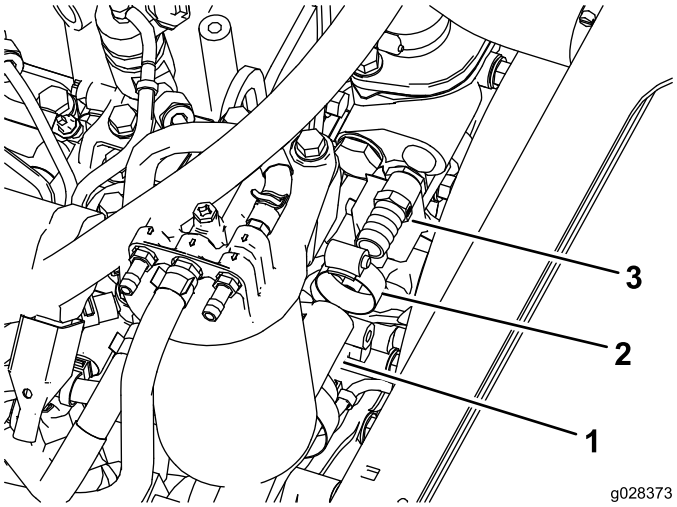

**Rysunek 21**
3. Zamontuj złącze adaptera przewodu do obudowy termostatu silnika (Rysunek 21).
4. Podłącz wolny koniec przewodu ciśnieniowego do adaptera przewodu przy obudowie termostatu silnika (Rysunek 21).
6. Poprowadź przewód pod filtrem powietrza w sposób pokazany na Rysunek 21.